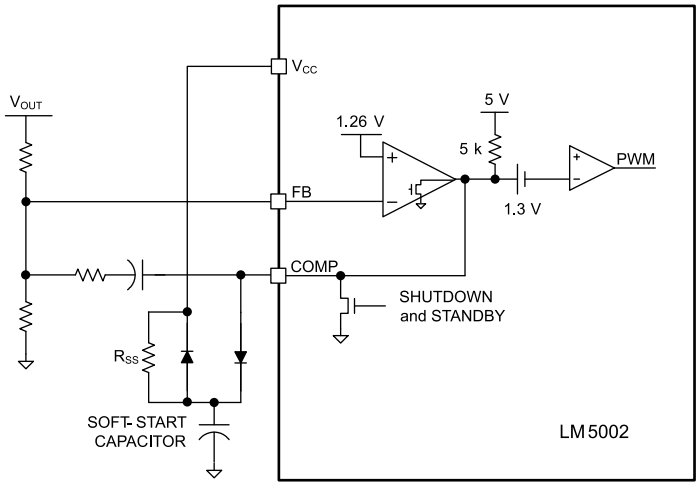

图 8-4. Soft-Start Circuit
Internal thermal shutdown circuitry is provided to protect the IC in the event the maximum junction temperature is exceeded. When the 165°C junction temperature threshold is reached, the regulator is forced into a low power standby state, disabling all functions except the VCC regulator. Thermal hysteresis allows the IC to cool down before it is re-enabled. Note that because the VCC regulator remains functional during this period, the soft-start circuit shown in 图 8-4 must be augmented if soft start from thermal shutdown state is required.
Soft start (SS) can be implemented with an external capacitor connected to COMP through a diode as shown in 图 8-4. The COMP discharge MOSFET conducts during Shutdown and Standby modes to keep the COMP voltage below the PWM offset (1.3 V), which inhibits PWM pulses. The error amplifier attempts to raise the COMP voltage after the EN pin exceeds the 1.26 V standby threshold. Because the error amplifier output can only sink current, the internal COMP pullup resistor (approximately 5 kΩ) supplies the charging current to the SS capacitor. The SS capacitor causes the COMP voltage to gradually increase until the output voltage achieves regulation and FB assumes control of the COMP and the PWM duty cycle. The SS capacitor continues charging through a large resistance, R_{SS}, preventing the SS circuit from interfering with the normal error amplifier function. During shutdown, the VCC diode discharges the SS capacitor.